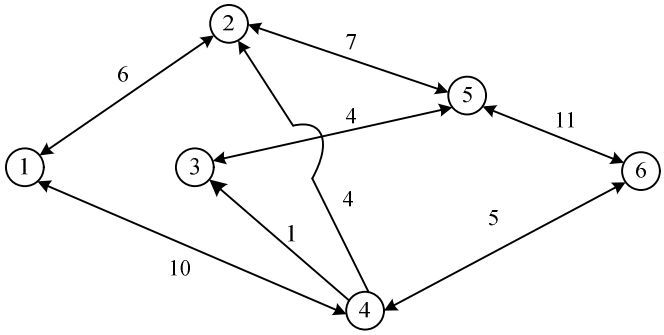

图 24.5　①③之间断开后的运输网
吨，⑤⑥之间的剩余流量为 11 万吨，如图 24.5 所示。